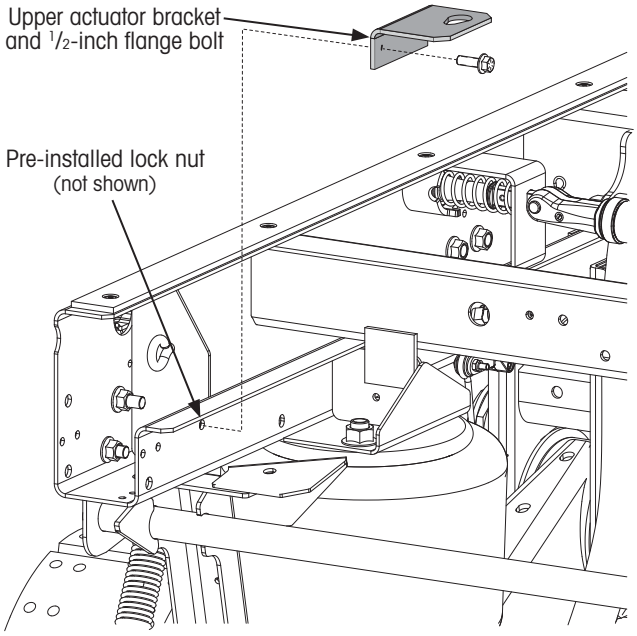

Figure 15: Installing actuator bracket
NOTICE: Prior to December 2015, the SURELOK actuator upper mounting bracket included two mounting holes. In Figure 15, the forward actuator bracket fastener has been excluded. If exists, the front mounting bolt is to be left vacant. If present on a pre-existing installation, remove and discard this bolt. DO NOT reuse.
1. **Install** upper actuator bracket (Figure 15) using only one 1/2-inch flange bolt and nut as shown.